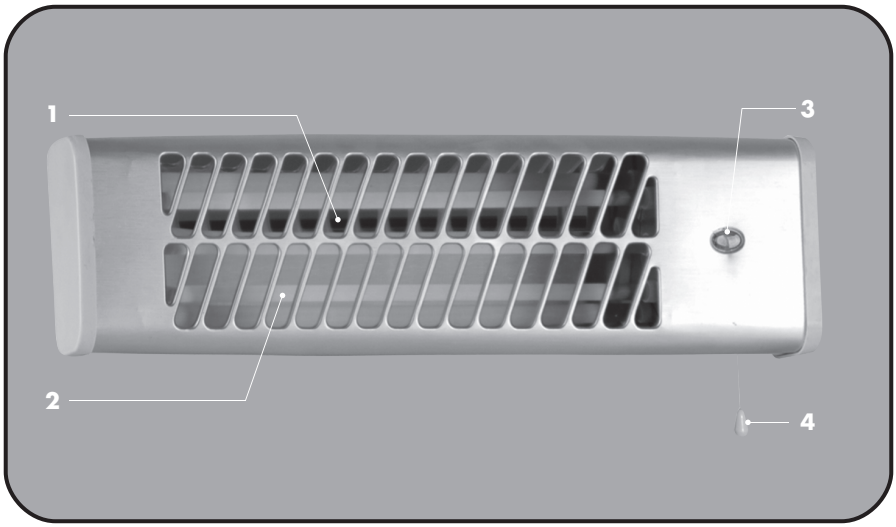

Abb. 2: Geräteübersicht
1. 1. Vergewissern Sie sich, dass die Heizstufenanzeige des Quarz-Heizstrahlers (siehe Abb. 2, Nr. 3) auf „0“ steht. Schließen Sie dann den Quarz-Heizstrahler an eine geerdete, durch einen FI-Schutzschalter abgesicherte Steckdose an.
2. Schalten Sie nun das Gerät ein, indem Sie den Zugschalter (siehe Abb.2, Nr. 4) so oft nach unten ziehen bis auf der Heizstufenanzeige (siehe Abb. 2, Nr. 3) die gewünschte Heizstufe erscheint. Folgende Möglichkeit stehen Ihnen hierzu zur Auswahl:
1. Ziehen Sie den Zugschalter (siehe Abb.2, Nr. 4) so oft nach unten bis auf der Heizstufenanzeige (siehe Abb. 2, Nr. 3) die „0“ erscheint.